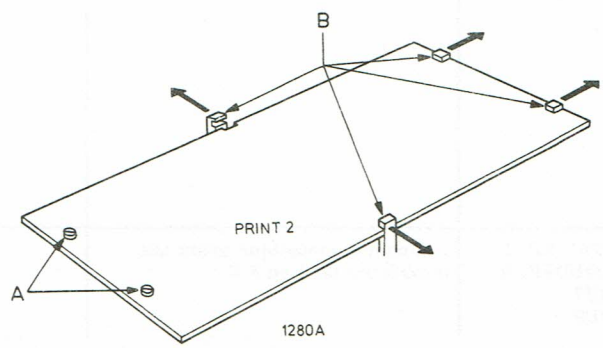

Fig. 4
- Remplacement des potentiomètres (fig. 4)